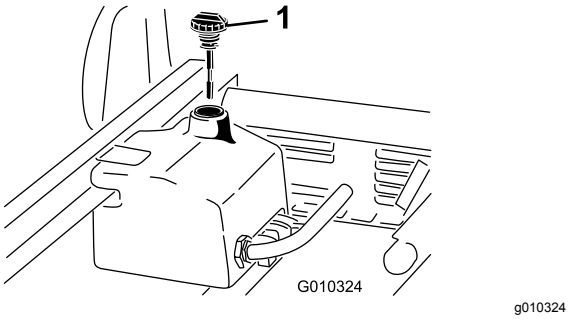

図 72
4. 油圧オイルタンクの注油口周辺をきれいに拭き、キ ャップを外す図 72。
6. 補給口の首からディップスティック図 72を抜き、ウ ェスできれいに拭う。